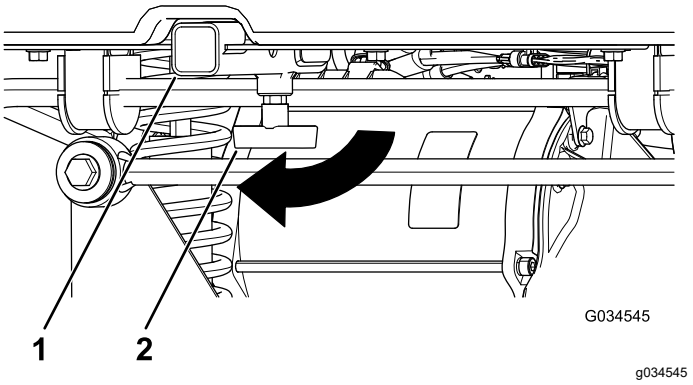

Figur 20
1. Lossa T-handtaget genom att vrida det medurs (Figur 20).
2. För in tillbehöret i mottagaren tills hålen ligger i linje (Figur 20).